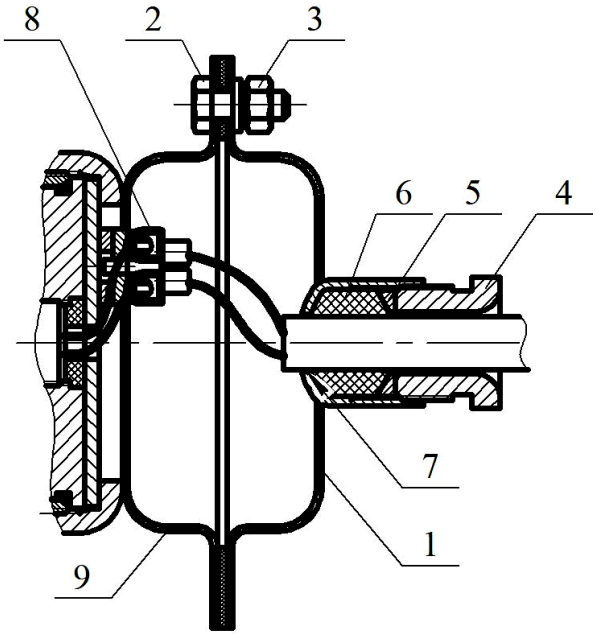

Рисунок 6
6.9 Произвести монтаж вводной коробки МУПТВ (см. рисунок 6) в следующей последовательности.